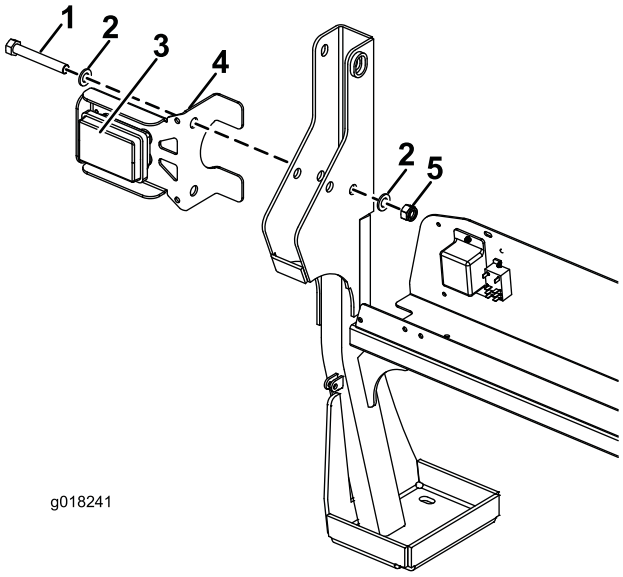

Figura 2
2. Parafusos (4)
6. Alinhe o furo superior no suporte da luz traseira do lado esquerdo com o furo no ROPS e insira o novo parafuso M16 x 110 mm (Figura 2). Re-utilize as anilhas existentes.